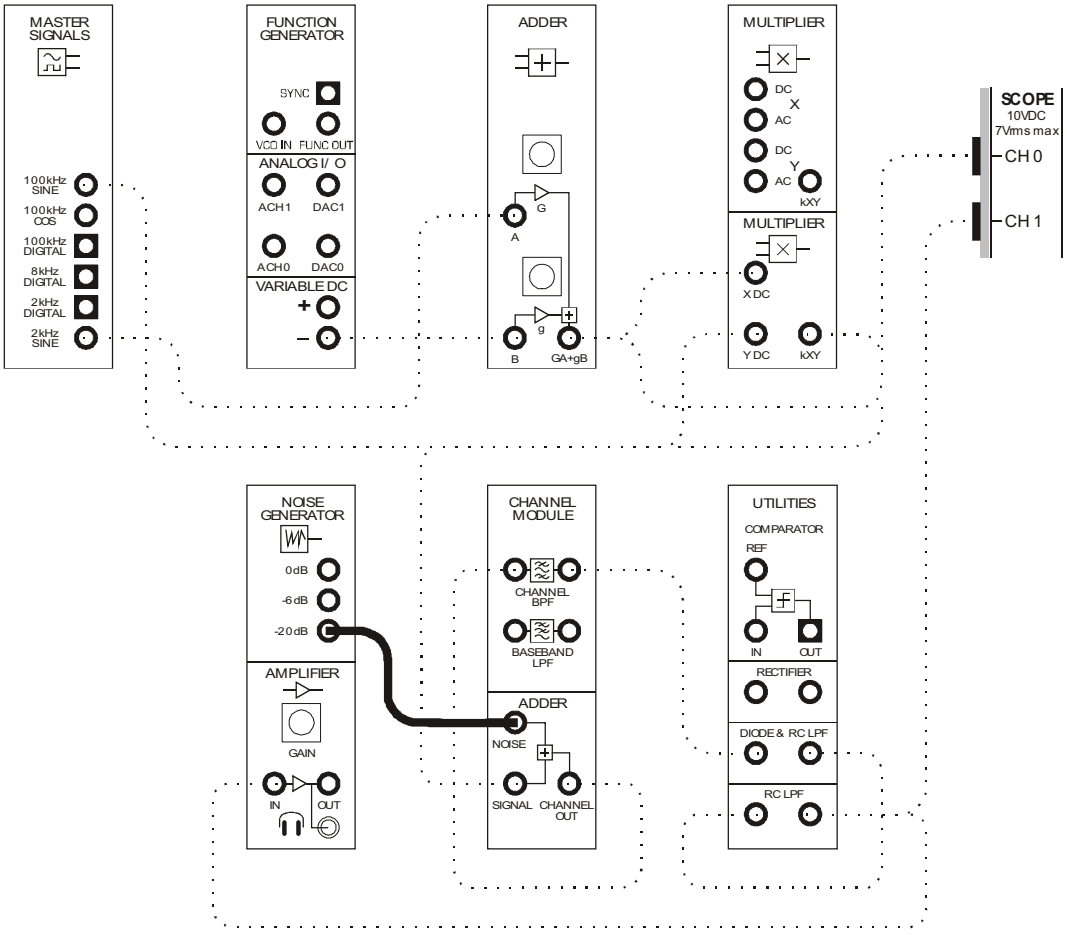

Figure 5
30. Modify the set-up as shown in Figure 5 below.